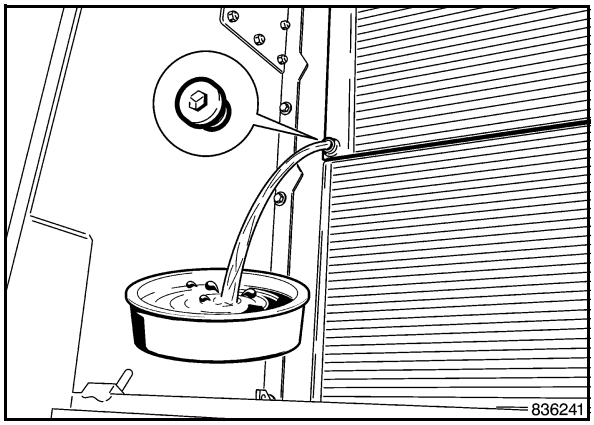

Fig. 266
- Unscrew the plug (Fig. 266) and let oil or condensation water flow out.